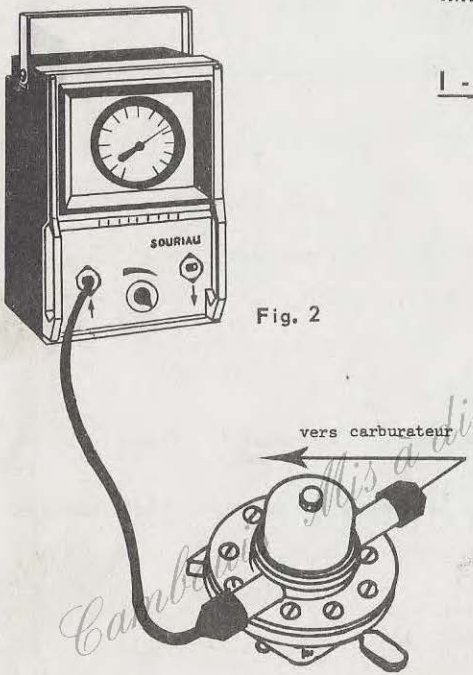

Fig. 2
A) BRANCHEMENT : Voir figure ci-contre (Fig. 2)